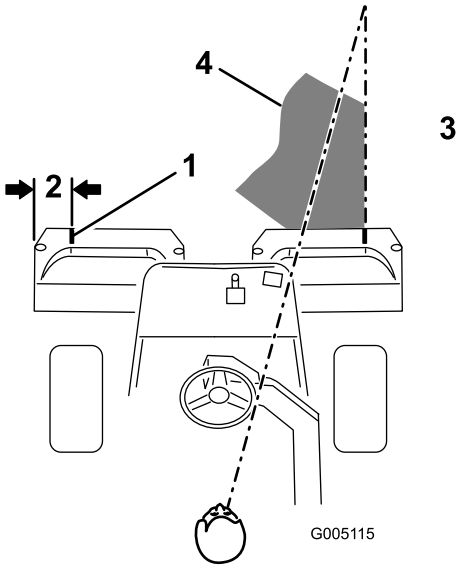
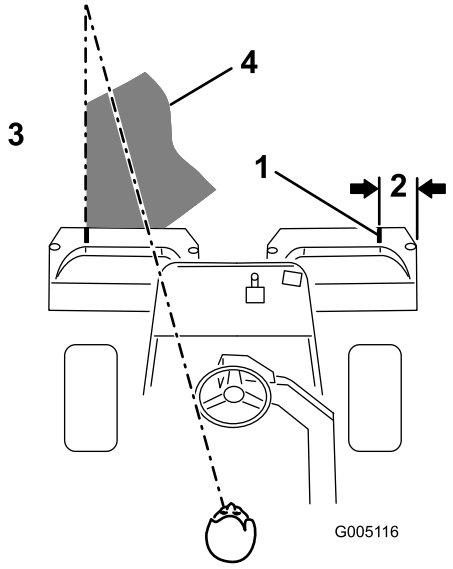

Figur 30
Figur 31
2. Fest en hvit tape eller mal en hvit stripe som løper parallelt med den ytre kanten på hver kurv (Figur 30).
3. Overlapp den forrige returnsnarveien minimalt. For at du skal klippe i en rett linje over greenen og holde maskinen på lik avstand fra kanten på den forrige lengden du klippet, må du lage deg en siktelinje på ca. 1,8–3 m fremfor maskinen til kanten på den delen av greenen du ikke har klippet enda (Figur 30 og Figur 31). Noen synes at det hjelper å inkludere den ytre kanten på styrehjulet som en del av siktelinjen, dvs. holde kanten på styrehjulet i en rett linje i forhold til et punkt som alltid har samme avstand til fronten på maskinen (Figur 30 og Figur 31).